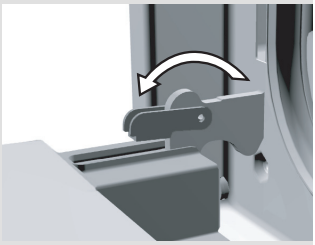

рис. 1
- Полностью откройте дверцу духовки и откиньте фиксаторы до конца назад (только для дверцы с обычным закрыванием, рис. 1).